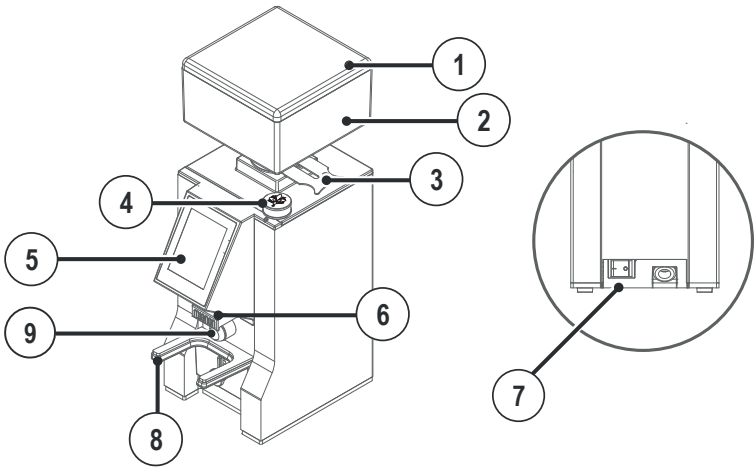
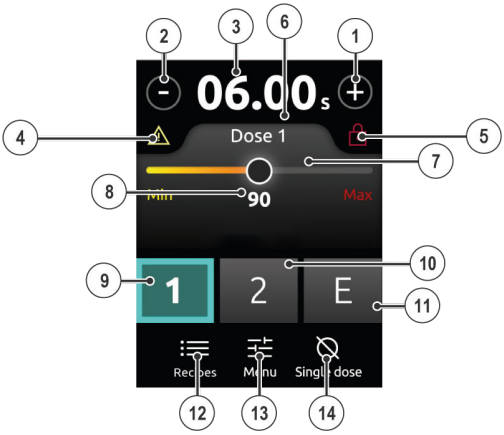

Fig. 5.1 - Description of the appliance
Fig. 5.2 - Main page
For the appliance parts, see Fig. 5.1.
For the description of the display, see Fig. 5.2.
As the knob is rotated, on the main page you can see the distance between the burrs; this distance is associated with the type of grinding selected (8 - Fig. 5-2).
- Bring the switch to the ON position (7 - Fig. 5.1).
- Use the relative buttons (9,10, 11 - Fig. 5.2) to select the dose to be dispensed.
- Rest the portafilter basket on the fork (8 - Fig. 5.1), making sure the fork is exactly underneath the dispensing nozzle (6 - Fig. 5.1).
- Press the selected dose button again, or the front button (9,10, 11 - Fig. 5.2) (9 - Fig. 5.1).
In the stop condition, the grinding time on the display (3 - Fig. 5.2) flashes.
To bring the dose time back to its initial value, press on the flashing grinding time (3 - Fig. 5.2) for 2 seconds.
From the main page (Fig. 5.2), you can access the following functions:
To reduce or increase the selected dose, press the + or - button on the main page (1, 2 - Fig. 5.2). The variation for the single dose is 0.1 seconds.
To enable the continuous variation (increase) of the dose time, press and hold one of the two buttons + or - (1, 2 - Fig. 5.2).
To lock dose dispensing time adjustment, press + and - simultaneously (1, 2 - Fig. 5.2) for 2 seconds. If dose dispensing time adjustment is locked, the icon (5 - Fig. 5.2) will appear on the display and the + and - buttons (1, 2 - Fig. 5.2) will be disabled.
To release dose dispensing time adjustment, press + and - simultaneously (1, 2 - Fig. 5.2) for 2 seconds.
To select the required dose, press button 1, 2 or E (9, 10, 11 - Fig. 5.2).